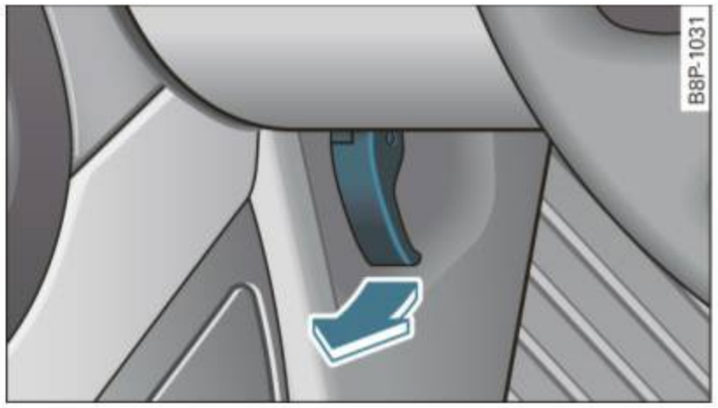

Fig. 162 Driver's side footwell: engine hood release lever
- Pull the release lever on the left under the instrument panel ⇒ fig. 162 in direction of the arrow.